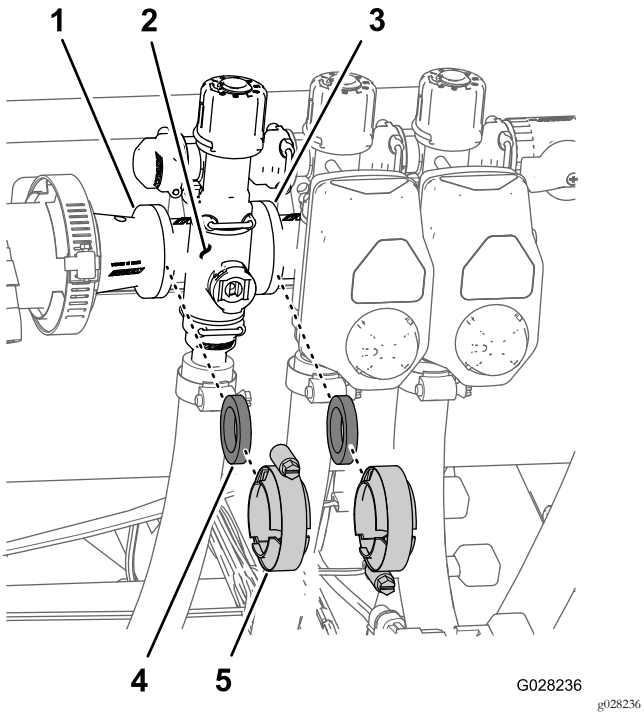

Figura 136
1. Retire las abrazaderas y las juntas que sujetan el distribuidor de la válvula de sección (Figura 136) a la válvula de sección adyacente (si es la válvula de sección de la izquierda, al racor reductor).